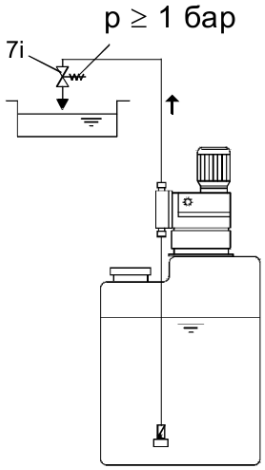

Рис. 10.
• Если это не может быть обеспечено, установите подпружиненный клапан (7i) в нагнетательную линию (рис. 10).